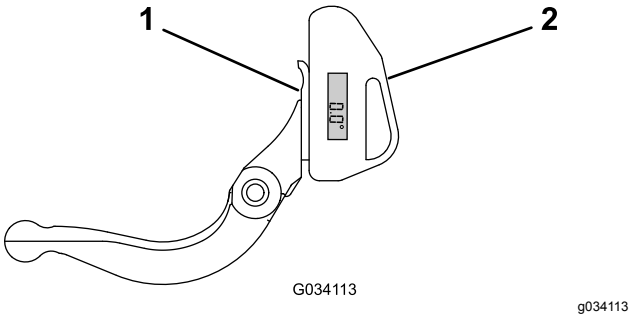

Figuur 66
1. Plaats de hoekindicator op de onderkant van het ondermes zoals getoond in Figuur 66.